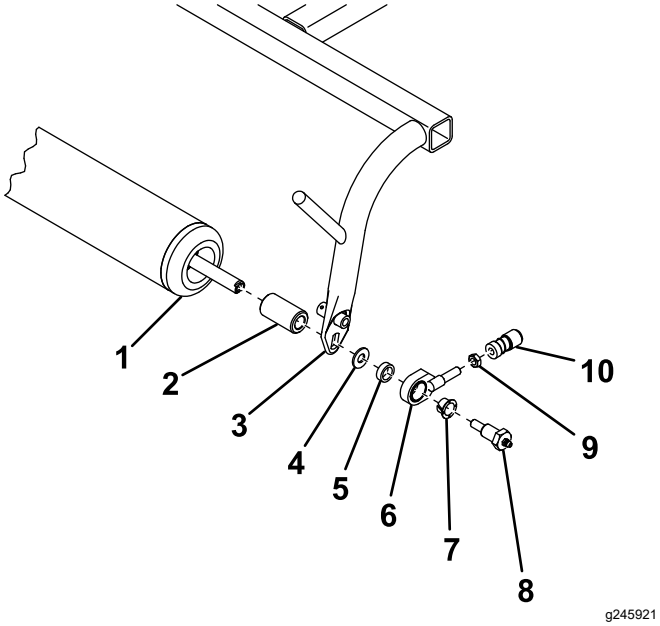

Figur 4
6. Skub en rammeafstandsbøsning på hver ende af rullen (Figur 4).
7. Fastgør rullen på trækrammen som vist i Figur 4.
8. Skru en kontramøtrik og den kugleledsrecipient, du fjernede tidligere, på trækledssamlingen (Figur 4). Kontramøtrikken må ikke spændes på dette tidspunkt.